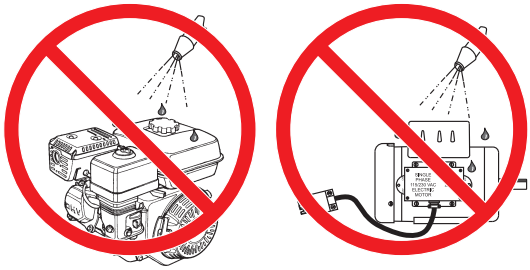

Figure 40. Pas de pulvérisation d'eau
9. ***NE JAMAIS !*** verser ou pulvériser de l'eau sur le moteur ou le moteur électrique (Figure 40).